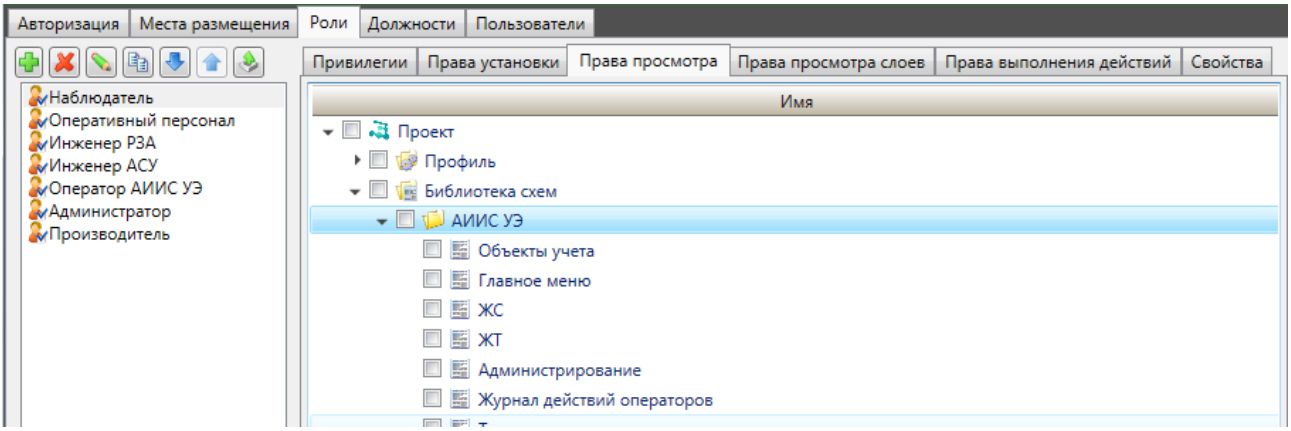

Рисунок 119 – Подраздел «Права просмотра» EKRASCADA АРМ
3.8.1.3.3 В подразделе «Права просмотра» (рисунок 119) определяется перечень схем и шаблонов схем, разрешенных для просмотра пользователями роли. Команды открытия